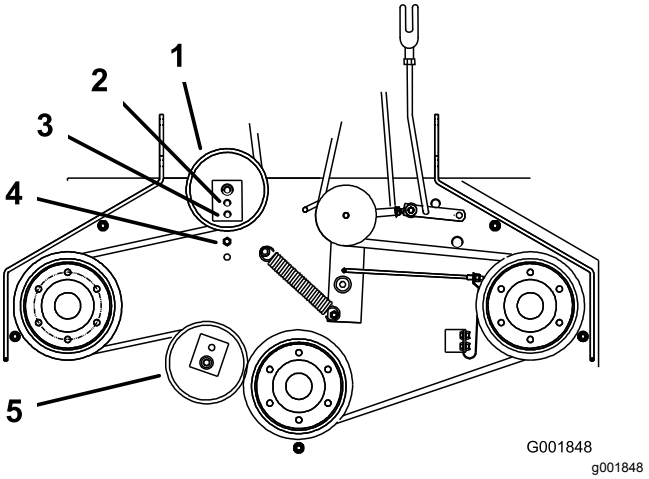

Figur 47
6. Om spännmuttern inte kan justeras ytterligare och remmen fortfarande är slack måste det bakre mellandrevet flyttas till mitthålet eller det främre hålet (Figur 47). Använd det hål som ger rätt justering.
7. När mellandrevet flyttas måste även remstyrningen flyttas. Flytta remstyrningen till det främre läget (Figur 47).